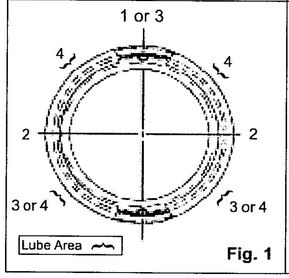

Fig. 1
1. Insert Kor-N-Seal® II Assembly into hole properly positioning 1, 2, 3, or 4 Wedge Expander(s) (Fig. 1).